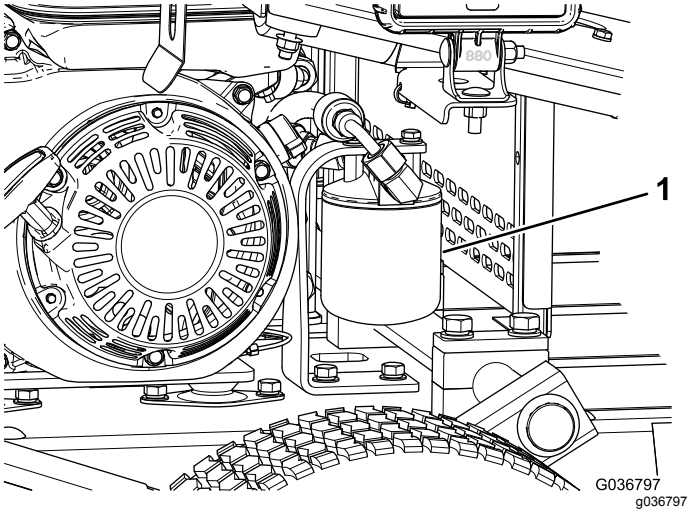

Figur 37
5. Plasser et tappefat under filteret, og ta ut filteret (Figur 37).